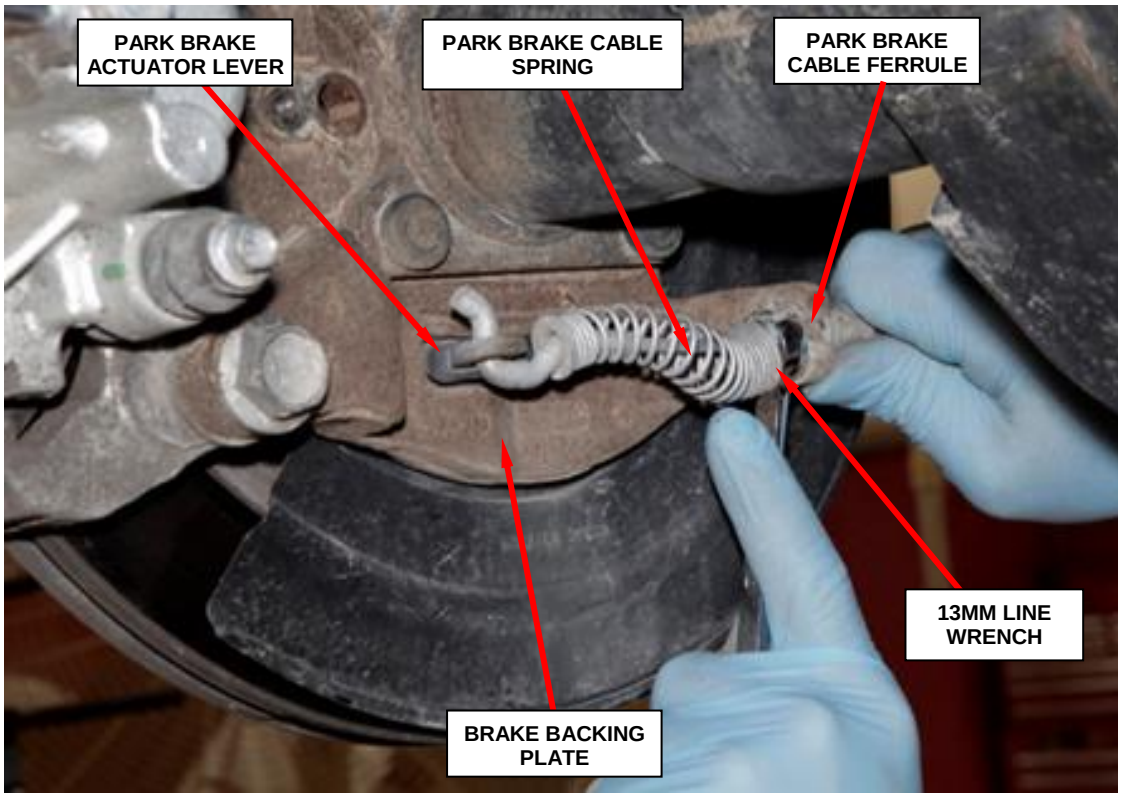

Figure 10 - Park Brake Cable
c. Pull the park brake cable spring back (Figure 10).
d. Compress the retaining tabs on each park brake cable ferrule at the brake backing plate using a 13 mm line wrench (Figure 10).
e. Remove the park brake cable from the brake backing plate (Figure 10).
f. Remove the park brake cable from the park brake actuator lever (Figure 10).